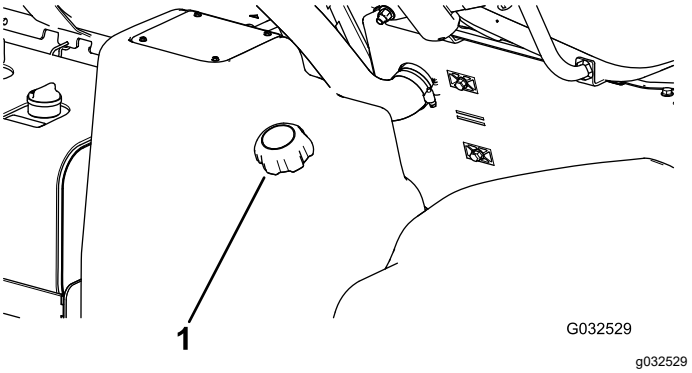

Figuur 19
2. Maak de omgeving van de dop van de brandstoftank schoon (Figuur 19).